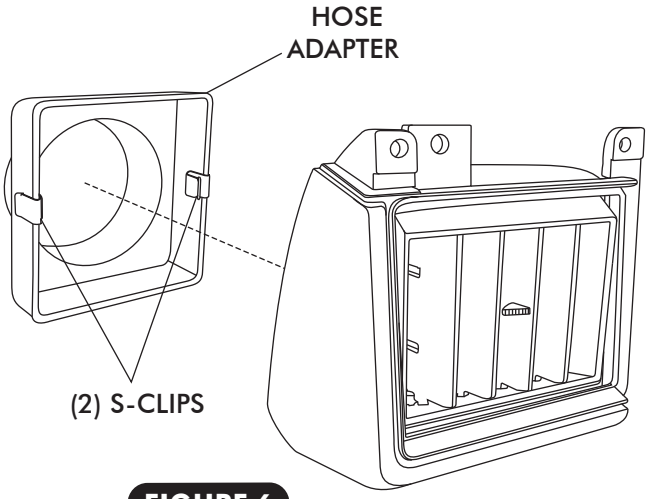

FIGURE 6
- ☐ INSTALL (2) S-CLIPS ON HOSE ADAPTER AS SHOWN IN FIGURE 6 BELOW.
- ☐ INSTALL DRIVER & PASSENGER SIDE HOSE ADAPTERS ON OEM LOUVERS. SEE FIGURE 6 BELOW.